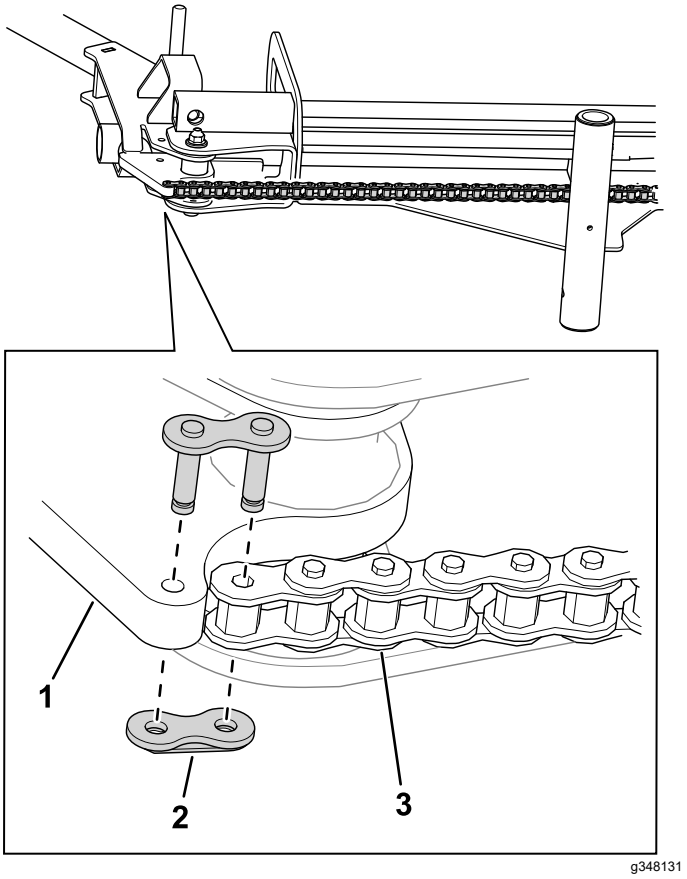

**Figuur 7**
9. Verbind de ketting via een sluitschakel met de oprijplaat (Figuur 7).